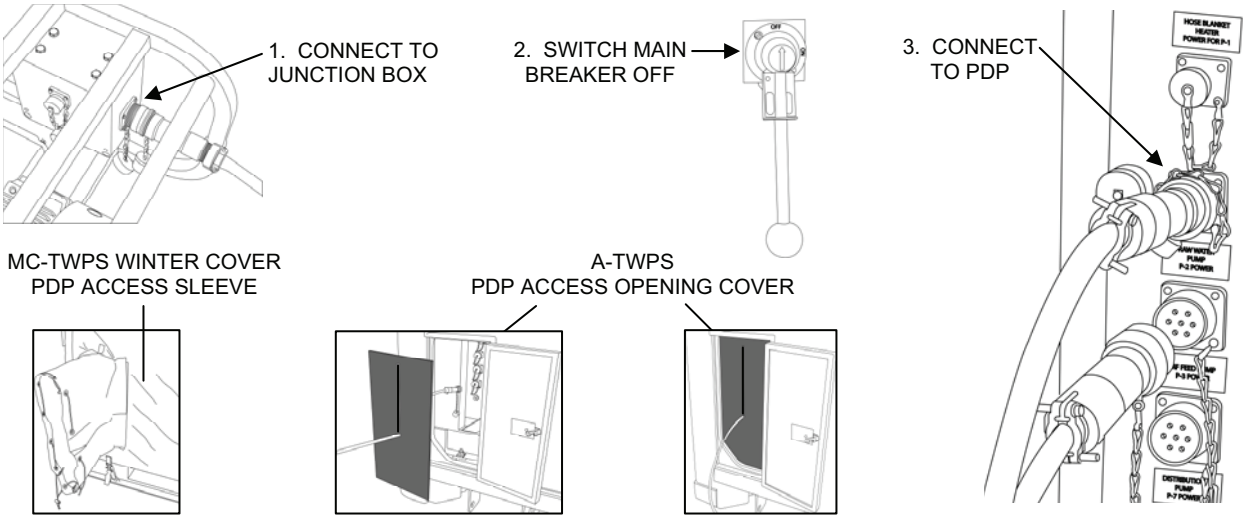

Figure 22. Making Pump Skid Power Cable Connections.
5. Connect the Motor-Driven Pump Skid P-2 and the MF Pump Skid P-3 electrical power cables to the PDP from inside the TWPS as described (Figure 22). The Diesel-Driven Pump Skid P-1 heater cable will be connected later using the same procedures.